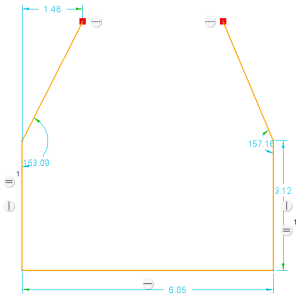
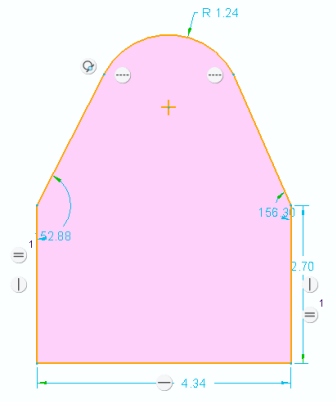

Figure 2-26 *Sketch of the line drawn with weak dimensions*
Figure 2-27 *Sketch with arc*
11. Size the inclined line and specify the endpoint of the right inclined line. Press the middle mouse button twice; lines are created and all the constraints that you have applied become visible, refer to Figure 2-26. Now, you need to draw the arc and the circle.
1. The weak dimensions in Figure 2-26 are not displayed in Figure 2-27 because after an arc is drawn, some of the weak dimensions automatically get deleted.